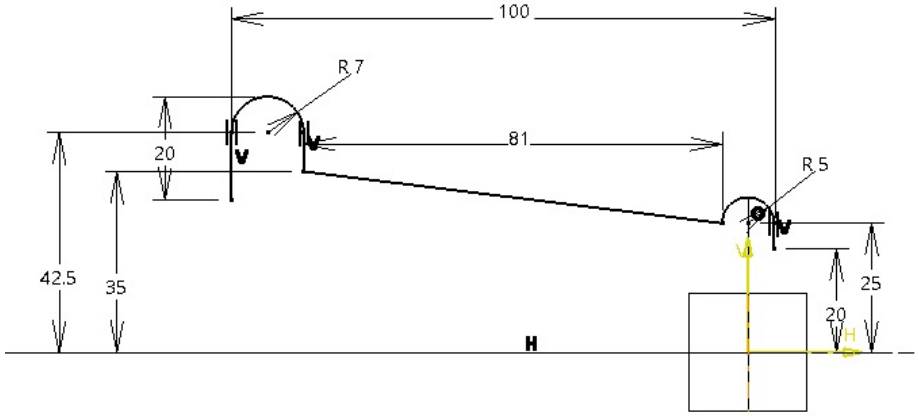

Figure 18-85 *Sketch of the base surface*
2. Invoke the sketcher environment using the xy plane as the sketching plane and create the sketch of the base surface, as shown in Figure 18-85.